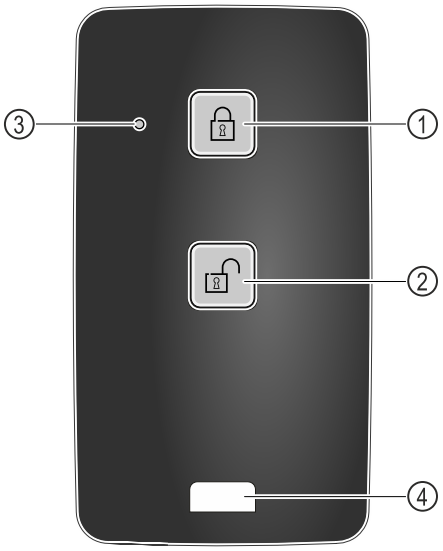

Fig. 221
(1) Blocați încuietoarea
(2) Deblocați încuietoarea
(3) LED de stare
(4) Ureche de fixare
▶ Apăsați tasta *Fig. 221 (1)* de pe telecomandă.
▶ Apăsați tasta *Fig. 221 (2)* de pe telecomandă.
▶ LED-ul de stare *Fig. 221 (3)* oferă un răspuns optic atunci când este apăsat un buton.
▶ Urechea *Fig. 221 (4)* pentru fixarea telecomenzii, de exemplu la un breloc.